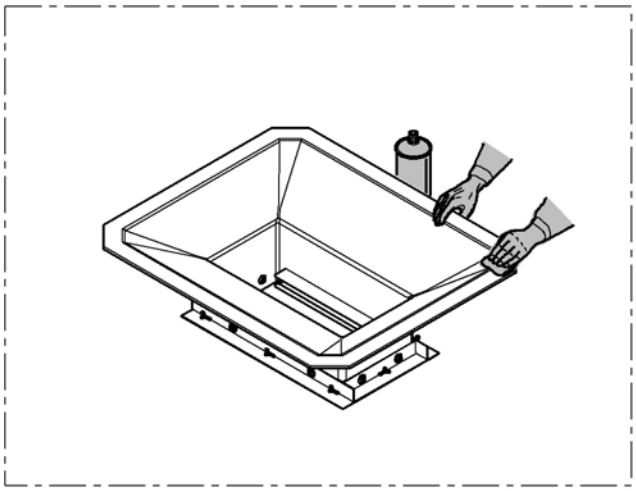

Fig.1
• Limpiar todas las superficies de la arqueta implicadas en el proceso de soldadura utilizando un trapo limpio y bien mojado con líquido decapante (LID1). (Fig.1)